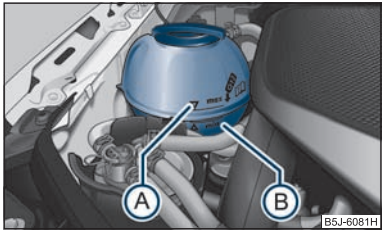

Fig. 138 Engine compartment: Coolant expansion bottle
- Check the level of coolant in the coolant expansion bottle ⇒ fig. 138. The coolant level when the engine is cold must lie between the "MIN" (B) and "MAX" (A) markings. The level may also rise slightly above the "MAX" marking when the engine is warm.
- Place a cloth over the cap of the coolant expansion reservoir ⇒ fig. 138 and unscrew the cap **carefully** by turning it to the left ⇒ ⚠.